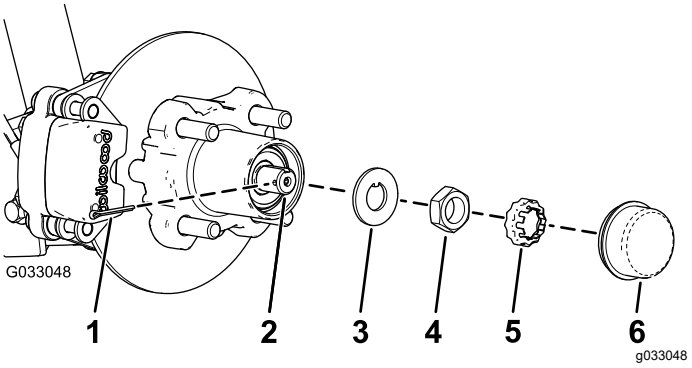
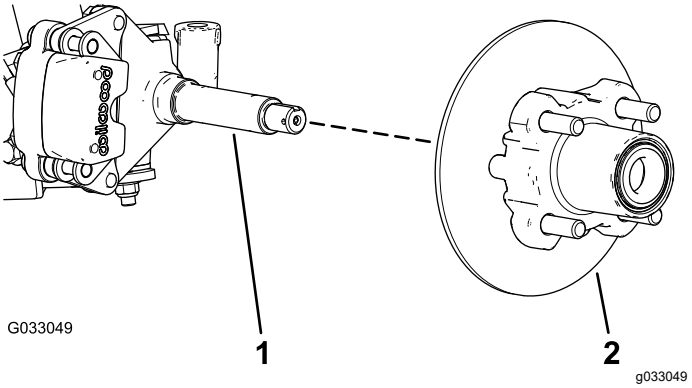

Figuur 31
Figuur 32
4. Verwijder de stofkap van de naaf (Figuur 31).
5. Verwijder de borgpen en de moerzekering van de as en de asmoer (Figuur 31).
6. Verwijder de asmoer van de as, en verwijder de naaf en de rotor van de as (Figuur 31 en Figuur 32).